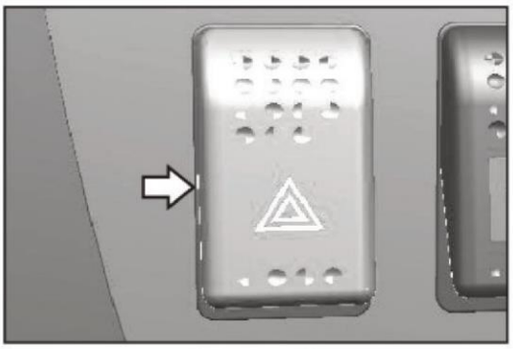

Fig. 3.3.1
3.3.1 Afbryder til havariblink (fig. 3.3.1):